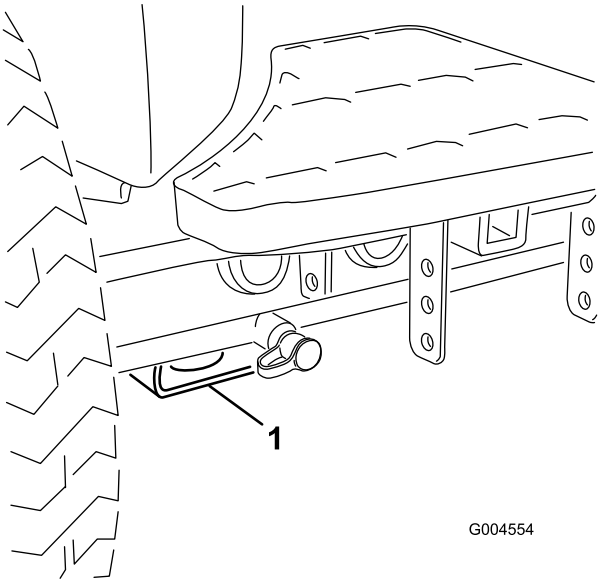

**Figuur 35**
- Voor – rechthoekig blok, onder de asbuis, aan de binnenzijde van beide voorwielen (Figuur 35).